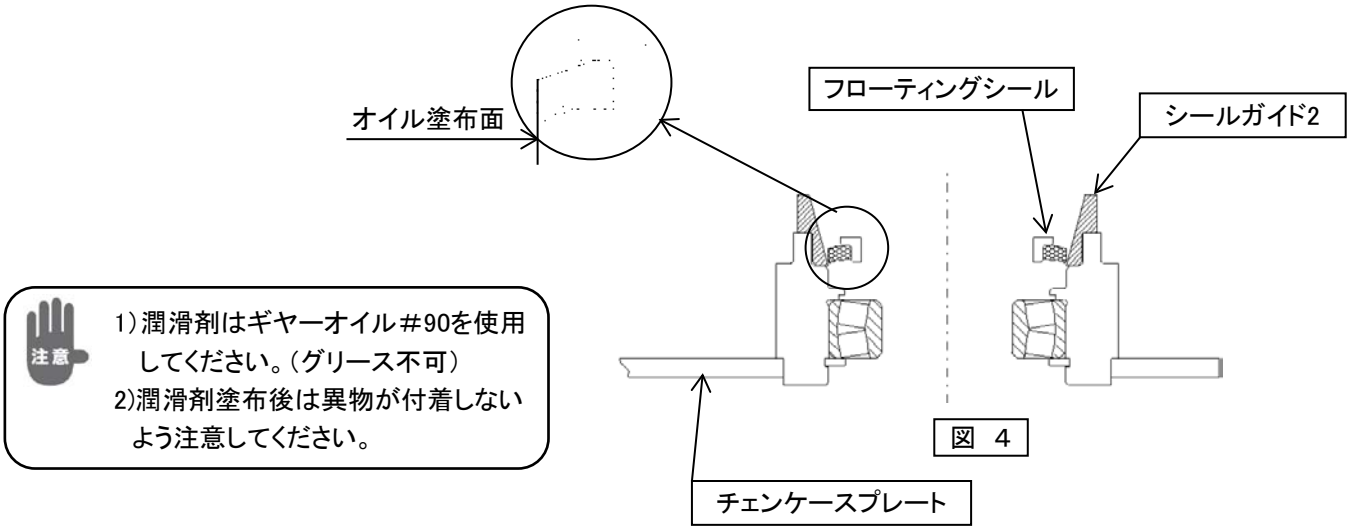

図 4
(1)チェンケースプレートにシールガイド2をセットします。 挿入性を高めるため、シールの外周面に薄くオイル(＃90)を塗布し、シールガイド2にセット(図4)します。この時フローティングシールに大きな傾きが無いように注意してください。